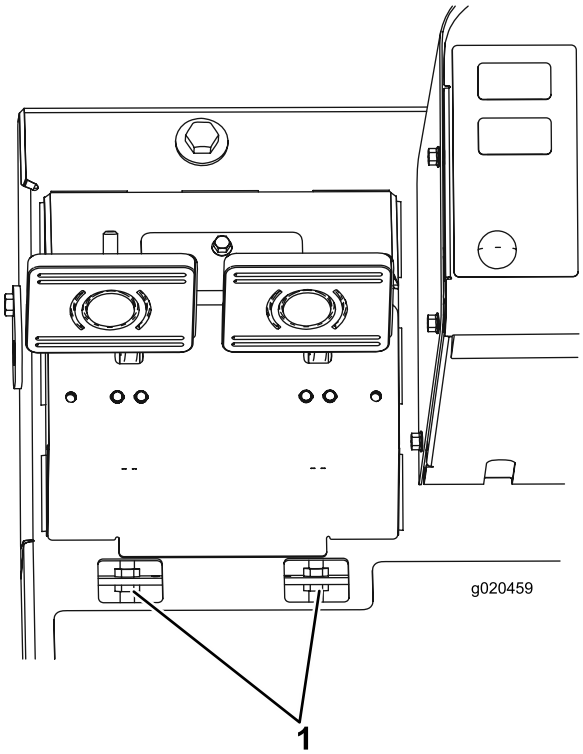

Figur 68
B. Lossa frontmuttern på den gängade änden av bromsvajern (Figur 68).